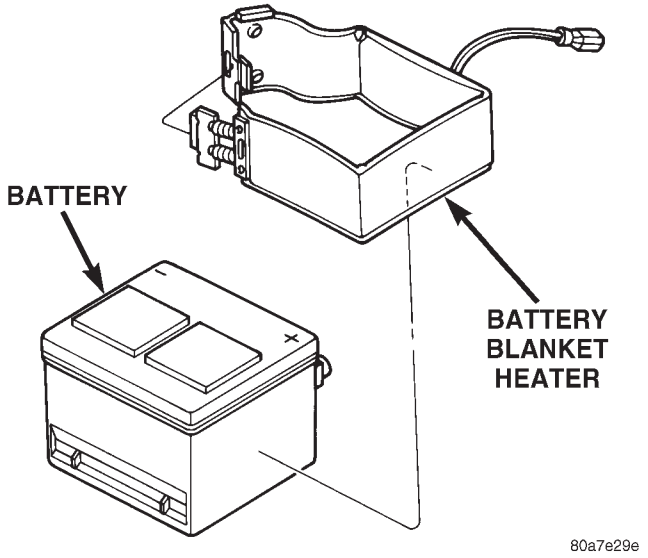

Fig. 2 Battery Blanket Heater
(1) Remove battery. Refer to battery removal.
(2) Remove blanket heater from battery (Fig. 2).